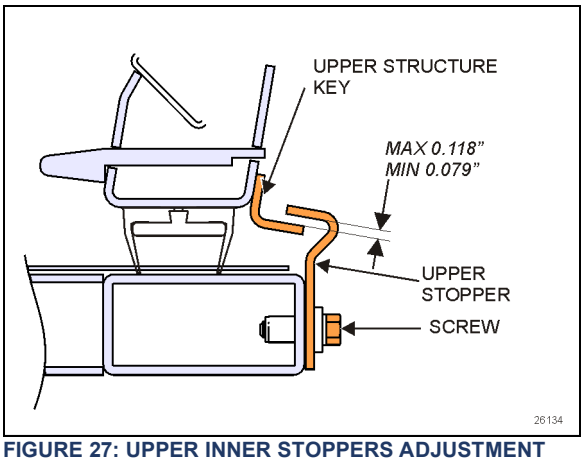

**FIGURE 27: UPPER INNER STOPPERS ADJUSTMENT**
1. Adjust the upper structure key and the inner stoppers according to Figure 27 with the seal deflated. When inflating, the seal